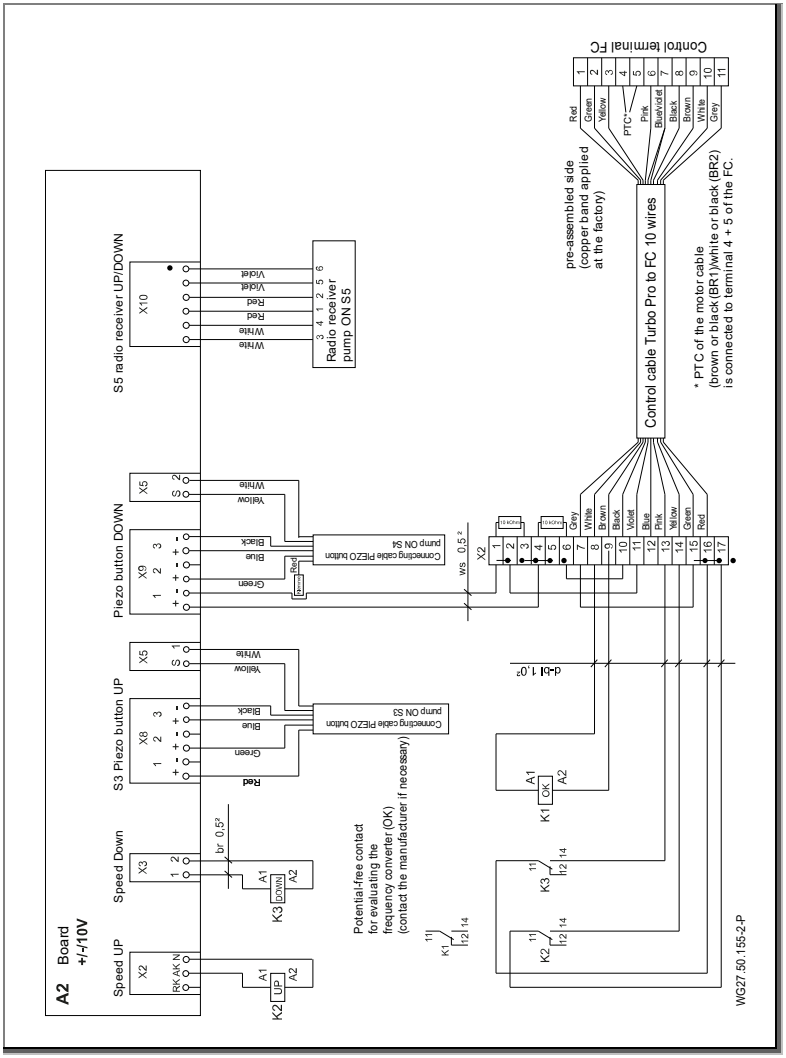

Fig. 18
14. The wires for the PTC (brown or black (BR1)/white or black (BR2)) must be connected according to the circuit diagram. See "Fig. 18" on page 33